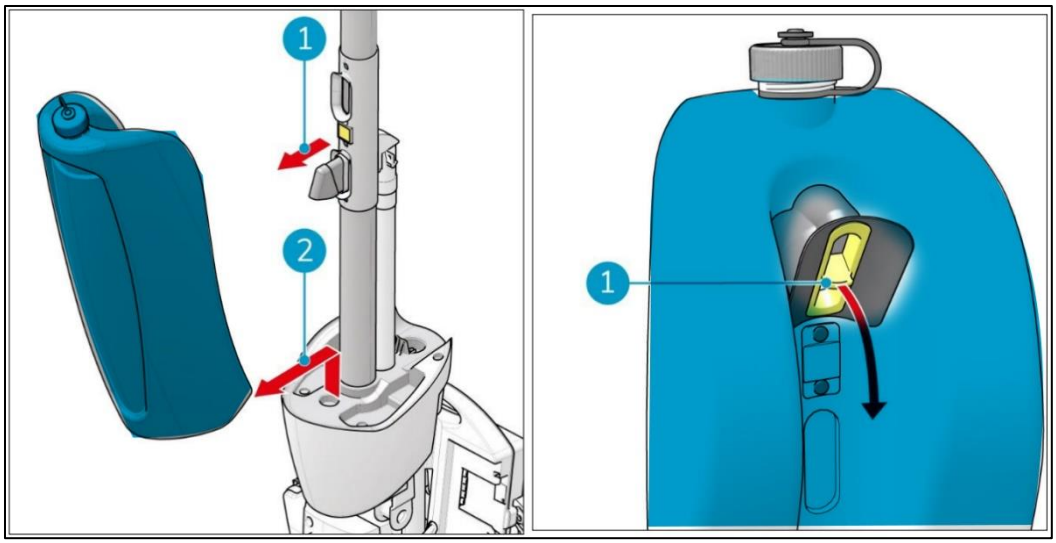

Abbildung 25 *Abbildung 26*
1. Ziehen Sie die Oberseite des Schmutzwassertanks nach außen (Abbildung 25, Pos. 1).
2. Heben Sie den Schmutzwassertank an und schieben Sie ihn vom Gehäuse des i-mop XL weg (Abbildung 25, Pos. 2). 3